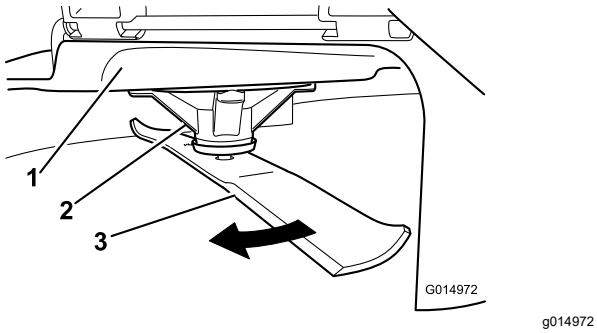

**Figur 74**
2. Bær tykt polstrede handsker eller anden tilstrækkelig håndbeskyttelse, drej langsomt skærekniven til en position, der gør det muligt for dig at måle afstanden mellem skærekanten og den plane flade, som maskinen befinder sig på (Figur 74).